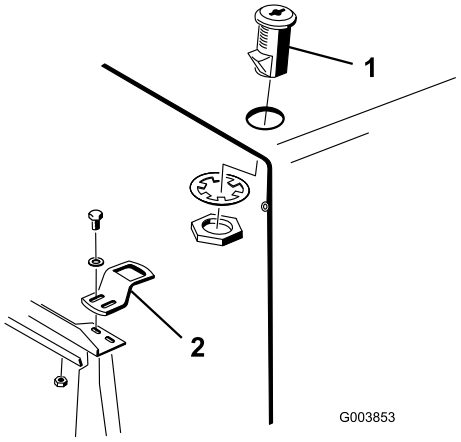

**Figuur 4**
3. Bevestig de vergrendelingsschakelaar aan de motorkap met de borgring en moer. Plaats de schakelaar met de vergrendeling richting de voorkant van de machine (Figuur 4).
4. Monteer de vergrendelbeugel losjes op de steun van de radiotor met twee bouten (1/4 x 3/4 inch), platte ringen en borgmoeren (Figuur 4).